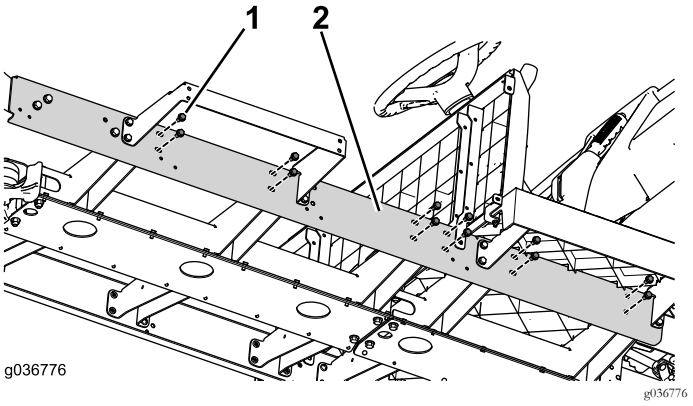

Figura 31
7. Instale los herrajes restantes en el perfil (Figura 31).